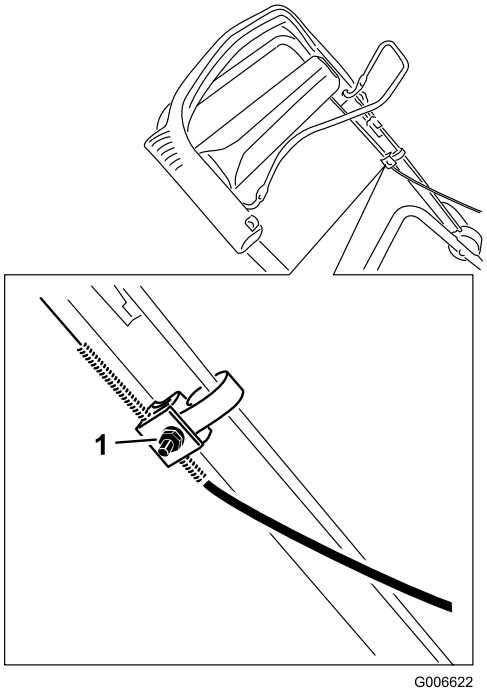

Figur 28
3. Lossa muttern på kabelfästet (Figur 28).